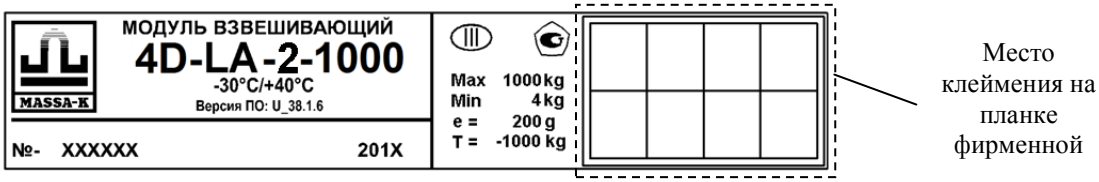
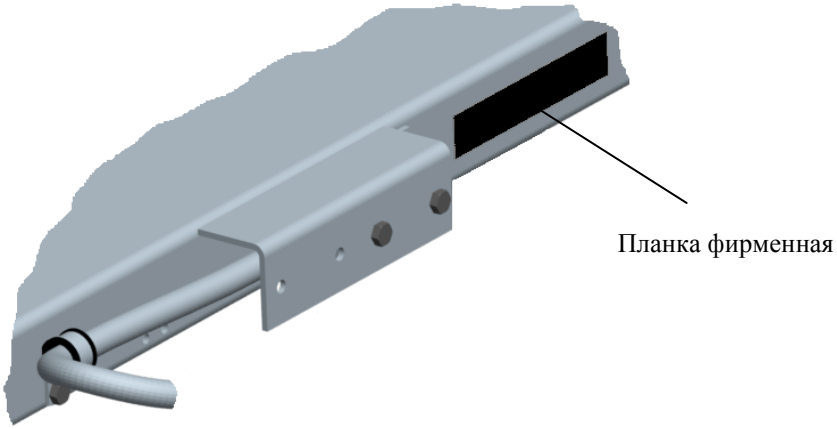

Рис. 15.1 - Планка фирменная
Рис. 15.2 - Местоположение планки
15.5 После поверки нанести на планку фирменную модуля (Рис. 15.1, Рис. 15.2) оттиск поверительного клейма.